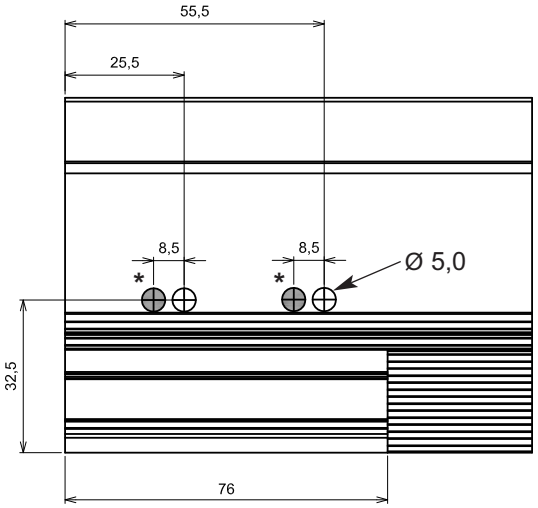

Abb. 2
- Schwelle **1** auf RAM zuschneiden und mit Bohrlehre T022**,** Abb. 3 (bzw. nach Bohrbild Abb. 2) vorbohren.